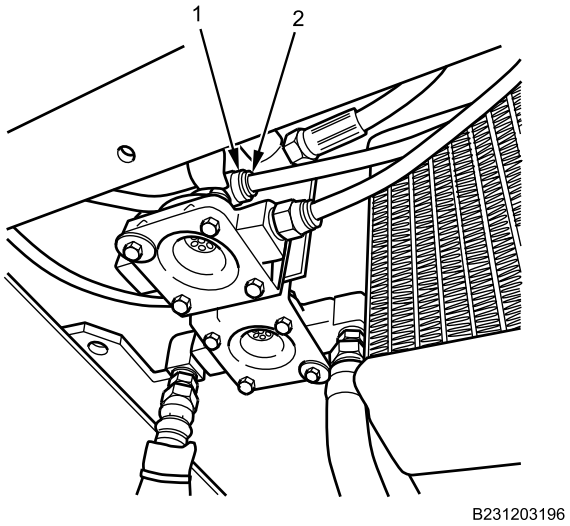

Figure 5. Air Brake Quick Release Valve Air Hose.
6. Disconnect air line (Figure 5, Item 2) from front air brake quick release valve fitting (Figure 5, Item 1).